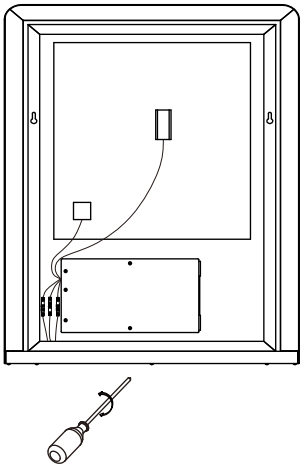

Fig 2. - Screws
2. Use screw driver to install the shelf onto the mirror with three screws. See Fig 2